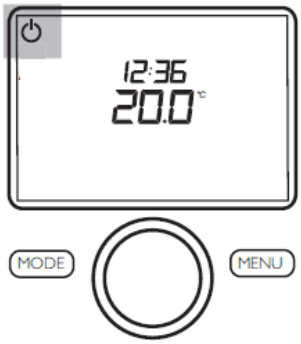
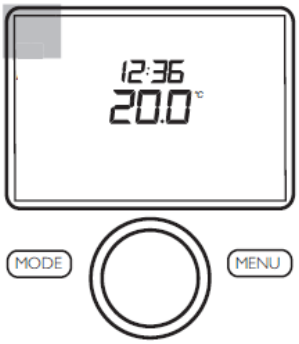

Fig. 18: Modo de espera
Fig. 19: Modo de operación
4. En la Fig. 18 se indica el modo de espera y, en la Fig. 19, el modo de operación.